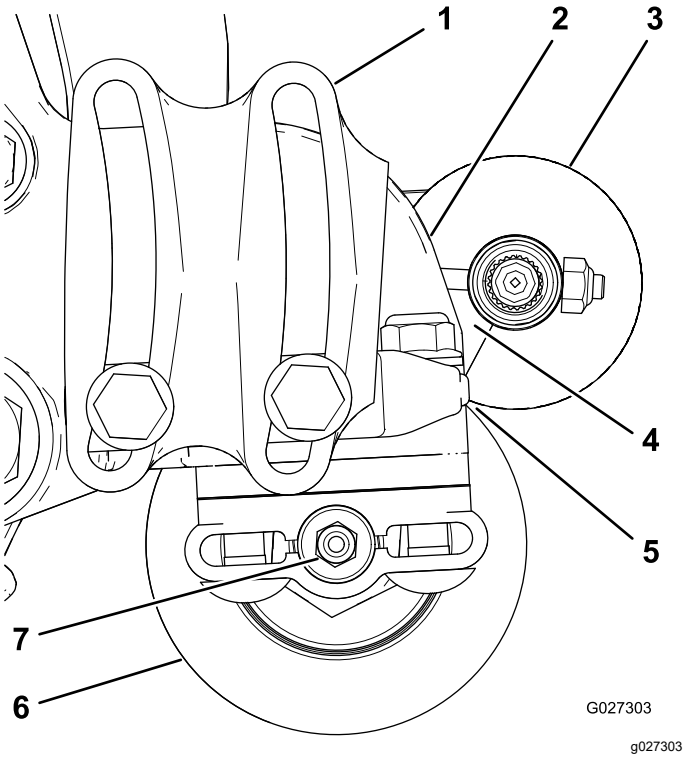

Figura 14
2. Posicione a escova do rolo de forma a que toque ou apoie no rolo traseiro (Figura 14).